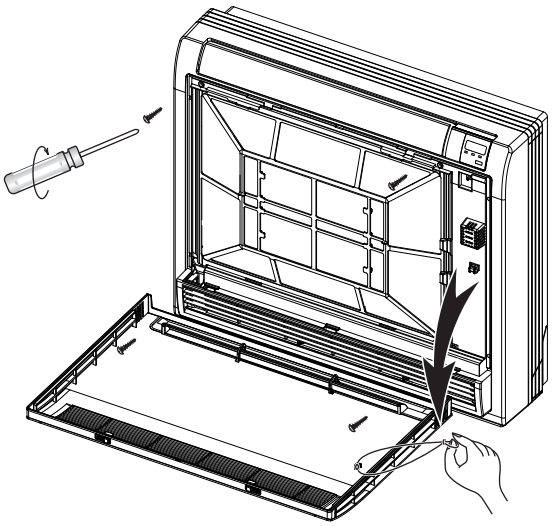

Fig.7-2
- Remove the string.*(Refer to Fig.7-2)*
- Remove the four screws.*(Refer to Fig.7-2)*